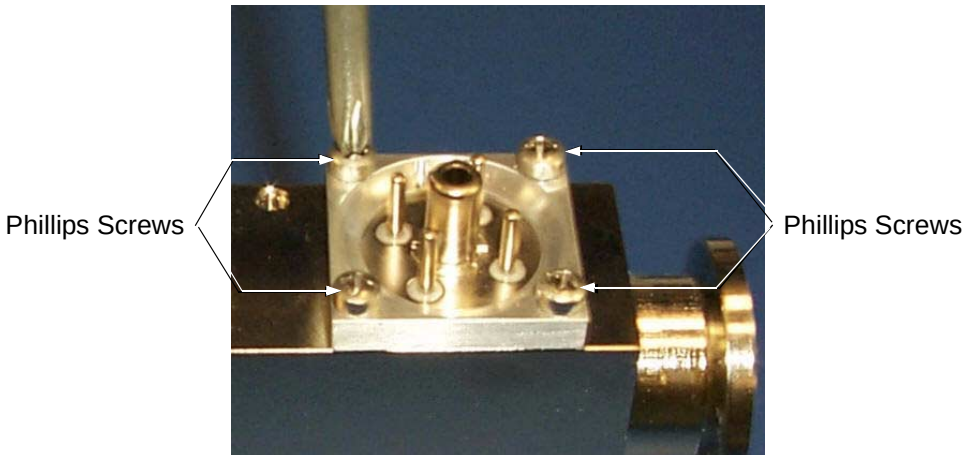

Figure 5-29 Phillips Screws on Button TC Assembly
1. Remove the 4 Phillips screws that hold the Button TC flange cap (Figure 5-29).